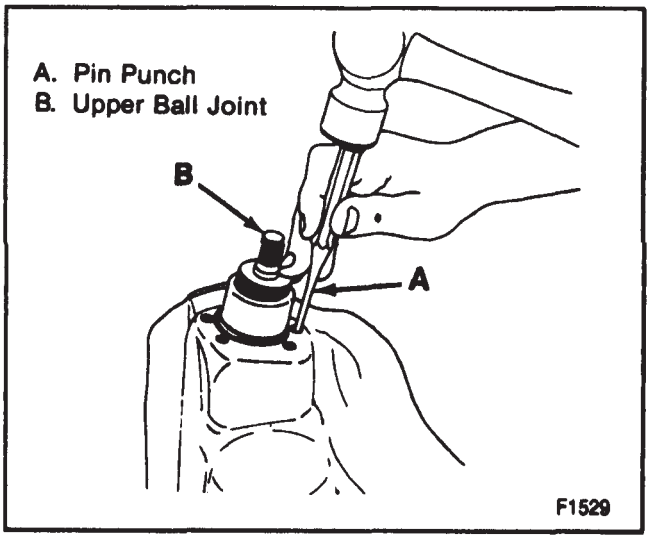

Figure 47—Removing the Ball Joint Rivets
- Using a pin punch remove the rivets (figure 47).